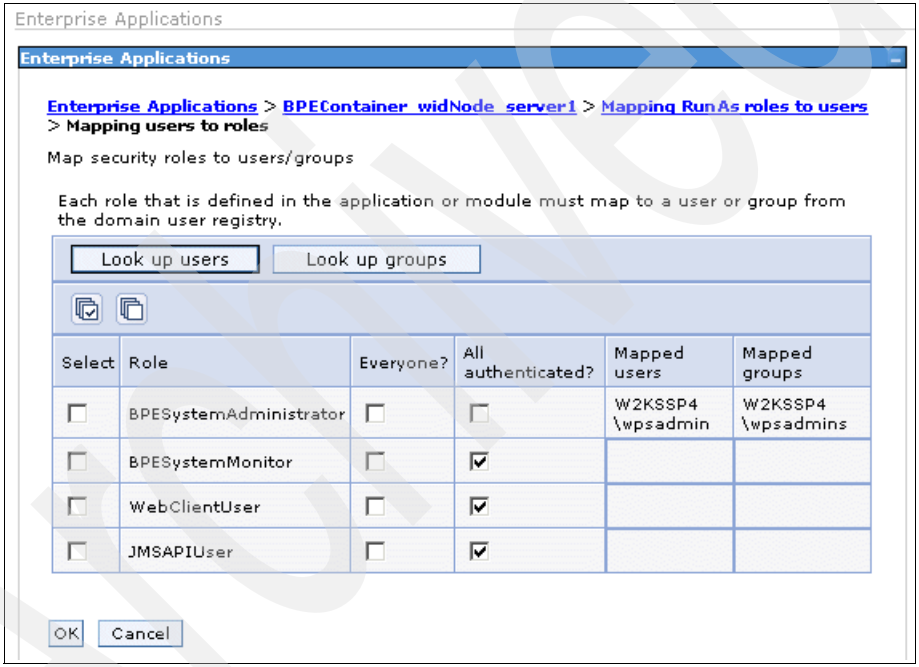

Figure B-38 The BPEContainer_widNode_server1 Map roles to users/groups page
d. Click **<<** to remove it from the Selected list (Figure B-38).